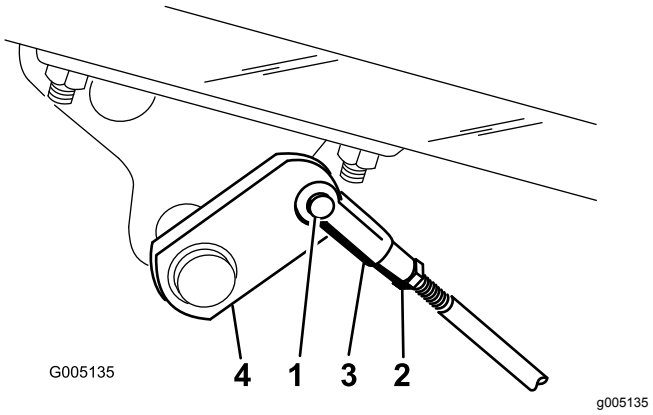

**Figur 55**
2. Hvis bremsene ikke låses likt, kobler du fra bremsestengene ved å fjerne splinten og splittpinnen (Figur 55).
3. Løsne låsemutteren, og juster sjakkelen (Figur 55).
4. Monter sjakkelen på bremseakselen (Figur 55).